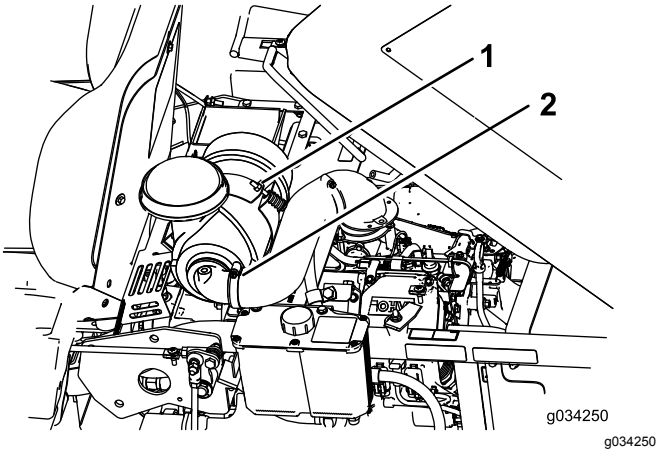

Figur 32
2. Løsn den bolt, der holder luftfilteret på plads (Figur 32).
3. Løsn klemmen, der holder slangen, og fjern luftfilteret (Figur 32).